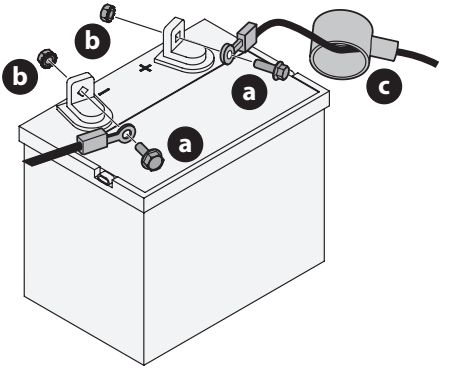

Fig. 12
1. Retire la cubierta plástica, si está presente, del terminal positivo de la batería. Conecte el cable rojo al terminal positivo de la batería (+) utilizando el perno (a) y la tuerca hexagonal (b) (Fig. 12).
2. Coloque el capuchón de goma rojo (c) sobre el terminal positivo de la batería para protegerlo contra la corrosión (Fig. 12).
3. Retire la cubierta plástica, si está presente, del terminal negativo de la batería y conecte el cable negro al terminal negativo de la batería (–) utilizando el perno (a) y la tuerca hexagonal (b) (Fig. 12).